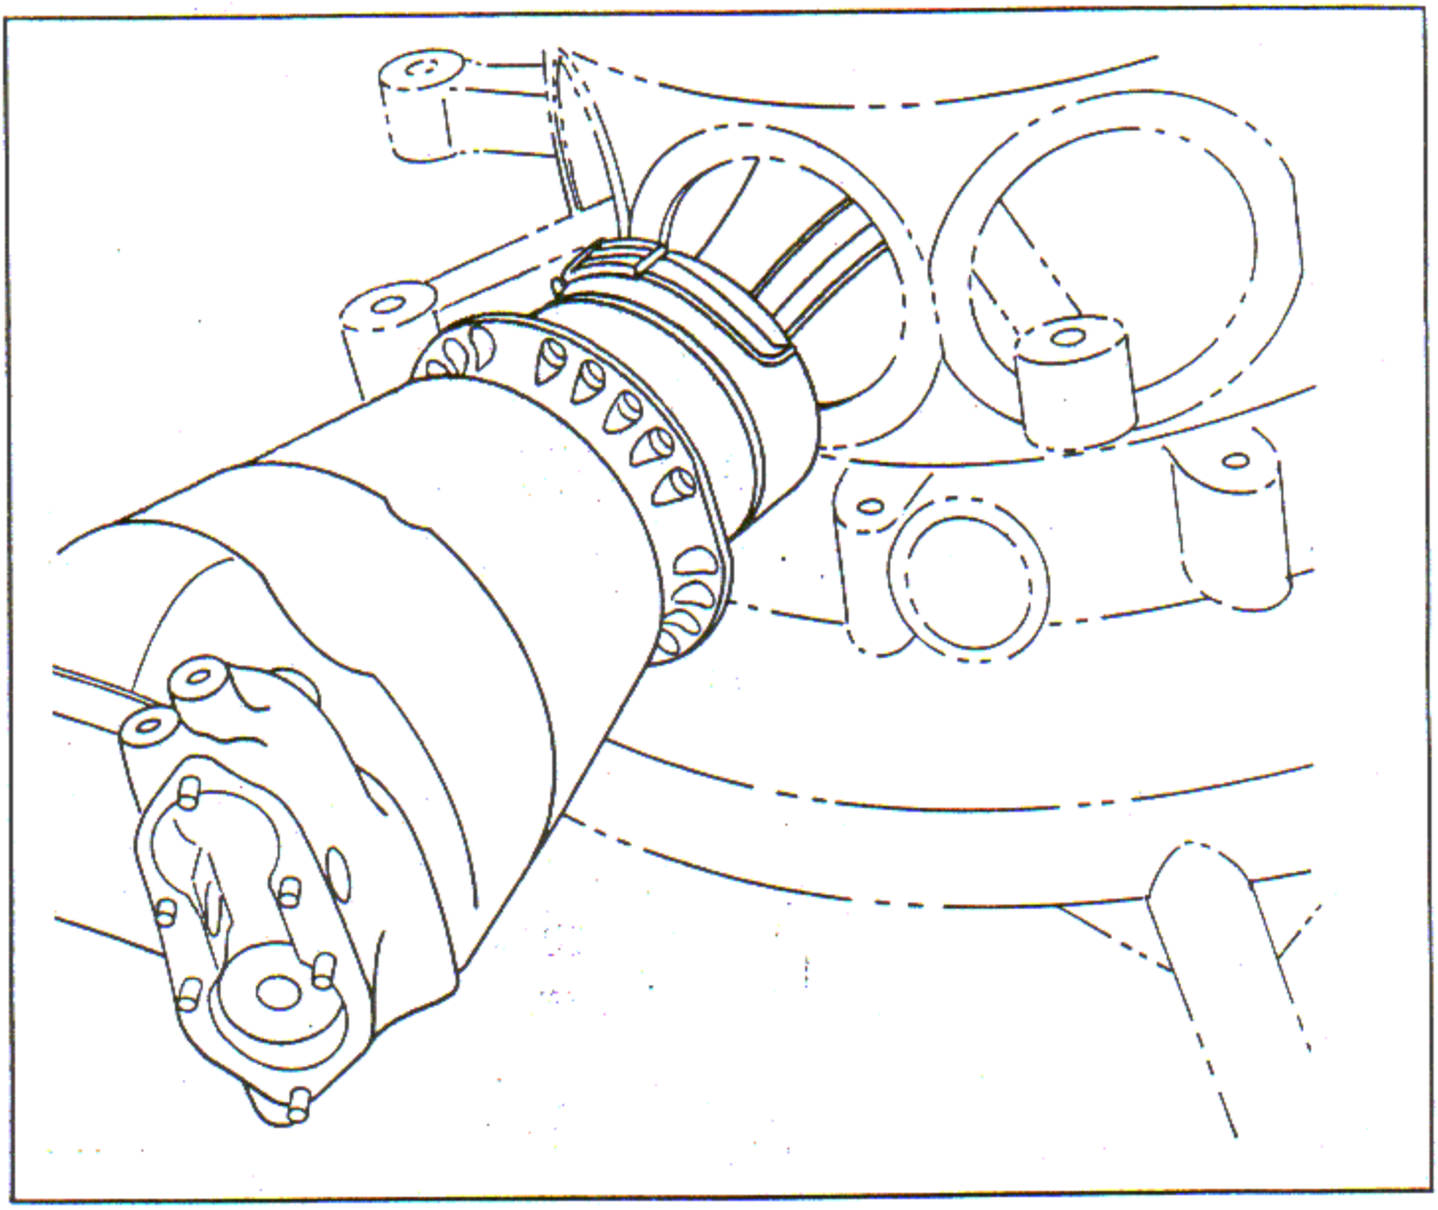

Figure 8-8. Installing Cylinder
h. Compress the upper rings, using clamp, and slide the cylinder over the piston until the upper rings and piston pin plug are in the cylinder barrel. See figure 8-8. Relocate the ring compressor on the remaining ring and slide the cylinder over the ring. Remove the compressor and slide the cylinder in place against its mounting pad.